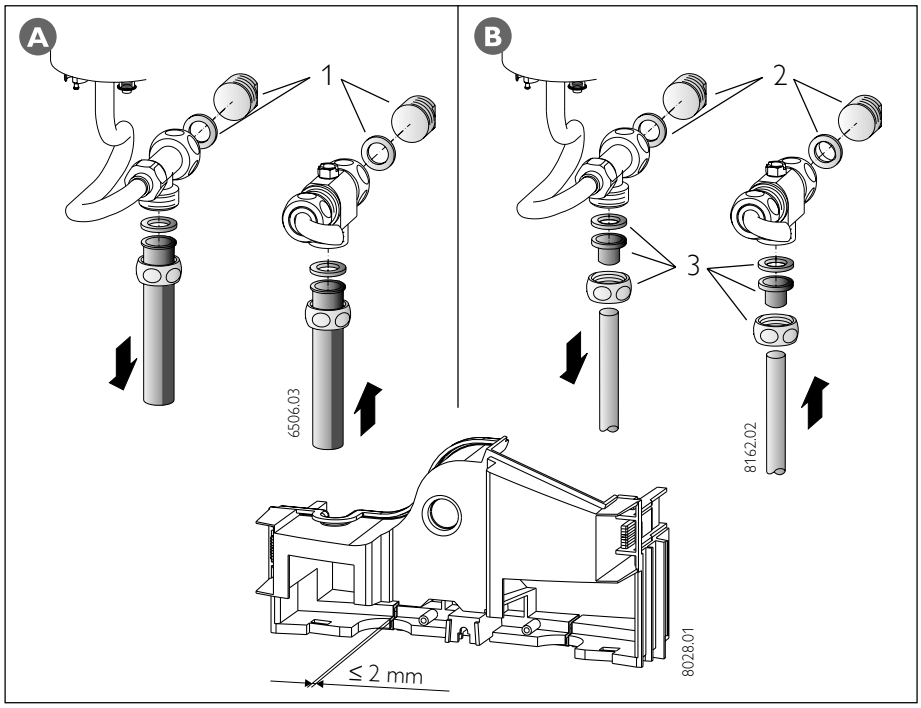

Abb. 12
**Aufputz-Anschluß** (Abb. 12)